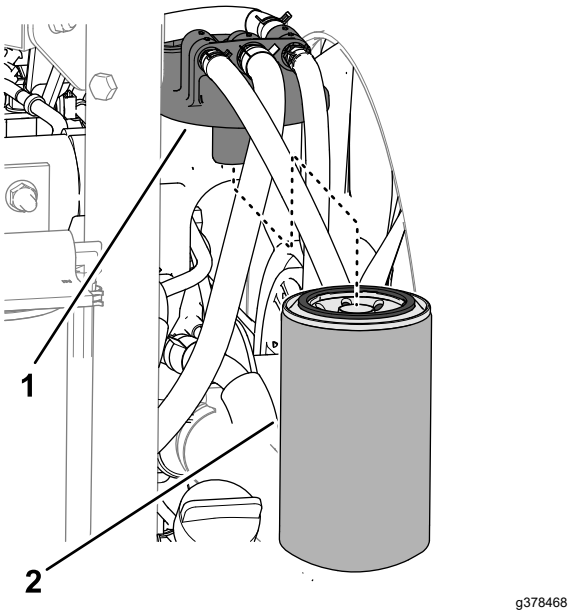

Figur 121
2. Rengør området omkring brændstoffilterhovedet (Figur 121).
3. Afmonter filteret, og rengør filterhovedets monteringsflade (Figur 121).